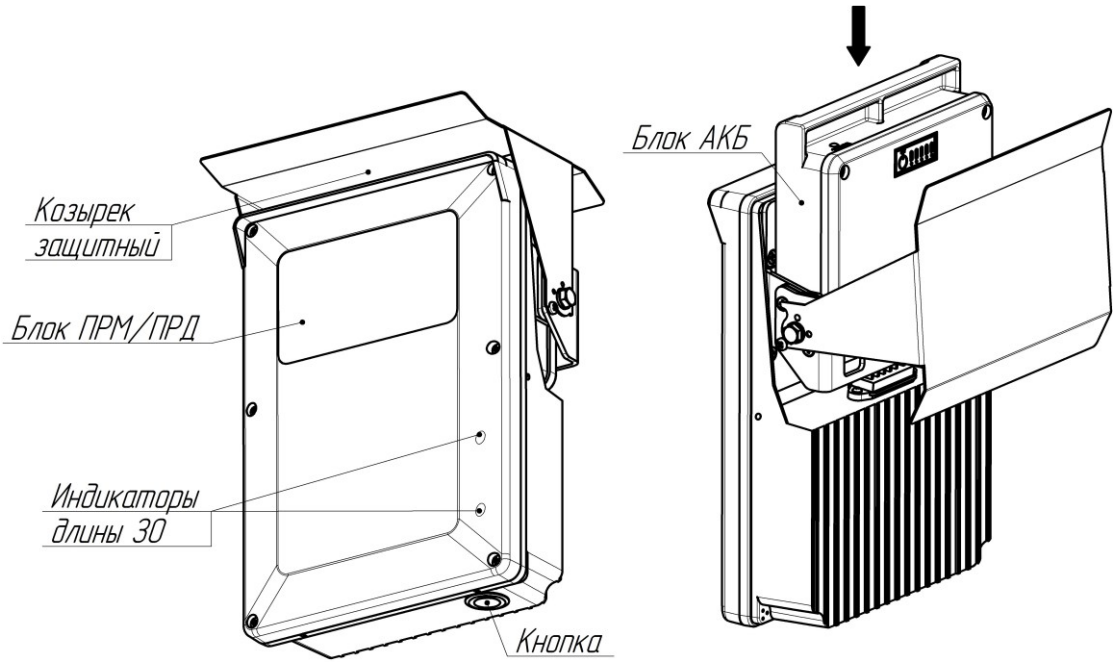

Рисунок 1.2 – Внешний вид блока ПРМ-ПРД
1.4.1.1 Блок ПРМ-ПРД (см. рисунок 1.2) состоит из пластикового корпуса, в который установлены печатная плата с элементами, микрополосковая антенна СВЧ, плата светодиодного прожектора, модуль и антенна РК, кнопка включения и управления режимами работы. Корпус закрывается прозрачной пластиковой крышкой. Сзади к блоку ПРМ-ПРД подсоединяется сменный блок АКБ. Также имеется металлический защитный козырёк и поворотный кронштейн.
в) установить блок АКБ в блок ПРМ-ПРД, предварительно сдвинув защитный козырёк (см. рисунок 1.2). После установки АКБ вернуть козырек в исходное положение;